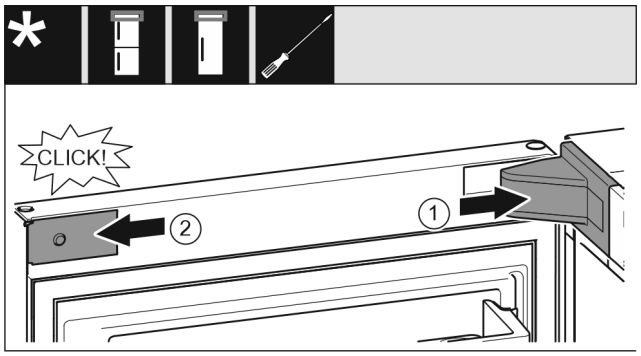

Fig. 22
- ▶ Установите и зафиксируйте крышку опорного кронштейна *Fig. 22 (1)*, при необходимости осторожно разожмите ее.
- ▶ Установите накладку *Fig. 22 (2)* сбоку и зафиксируйте.